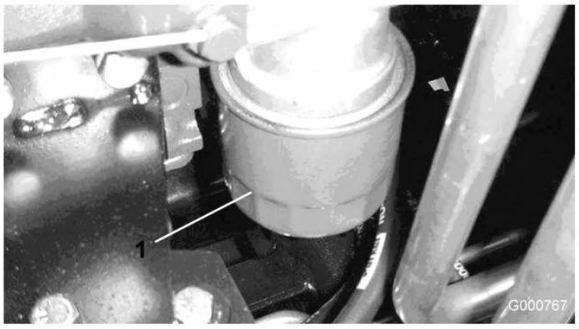

Bild 43
2. Entfernen Sie den Ölfilter (Bild 43). Ölen Sie die neue Dichtung am Ölfilter leicht mit frischem Öl